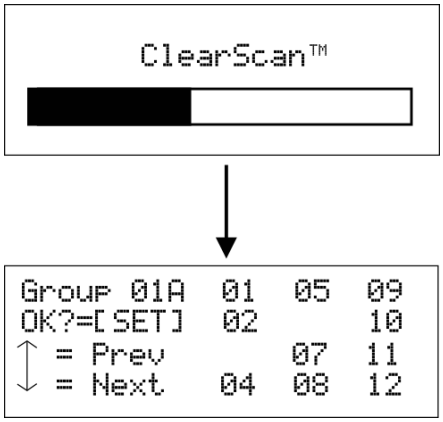

**FIGURE 52.** Clear Scan Results Screen
When **ClearScan** activates, the base shuts down its transmitters and begins scanning receive frequencies. The frequencies scanned are those in its factory-defined groups and any user-defined groups with at least one (1) frequency defined. The result is a screen like the one shown in Figure 52. The scan groups appear in order from the highest number of clear receive channels available to the least number of clear channels available.